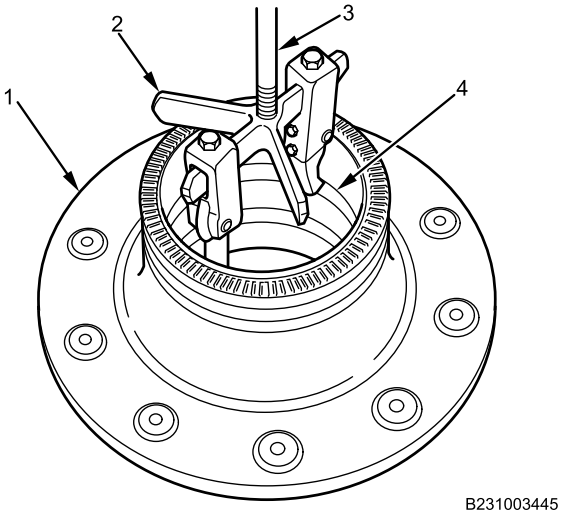

Figure 10. Two-Jaw Puller Inner Tapered Roller Cup Removal.
1. Using two-jaw puller (Figure 10, Item 2) and sliding hammer (Figure 10, Item 3) on hub (Figure 10, Item 1), move inner tapered roller cup (Figure 10, Item 4) 1/2 inch (12.7 mm).